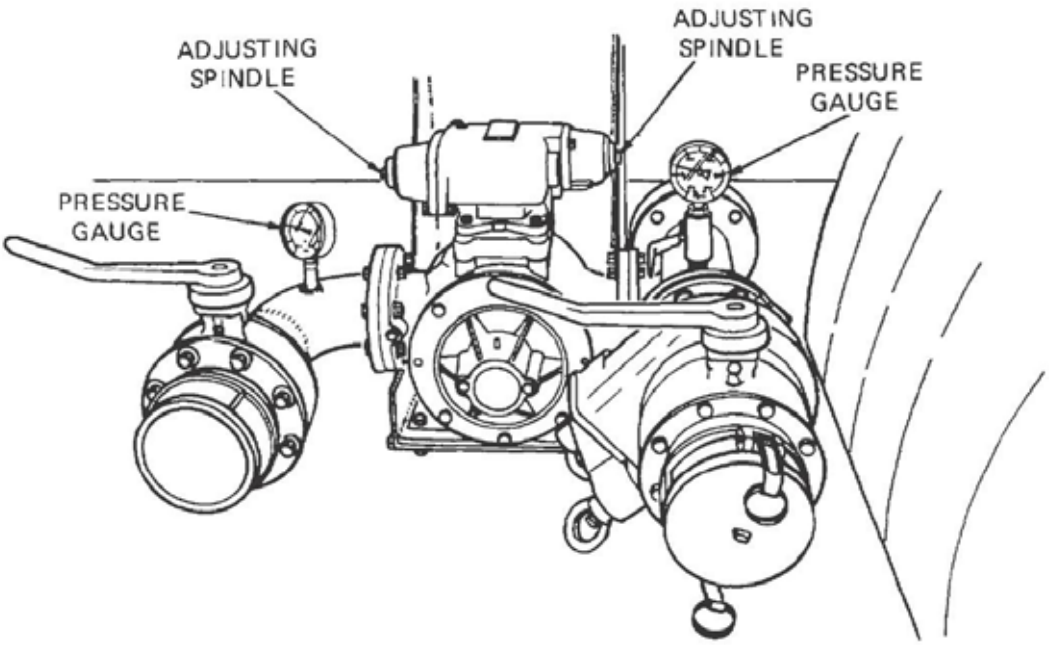

Figure 23 Dual Pressure Relief Valve Calibration
b. Shut the vacuum break ball valve in the fuel pump outlet pipe then remove the vacuum break valve from the ball valve and attach a 500 kPa (75 psi) pressure gauge (Figure 23) into the ball valve.
c. Make sure that the inlet branch butterfly valve is shut then remove the blanking plug from the fuel pump inlet pipe and insert a 500 kPa (75 psi) pressure gauge (Figure 23).